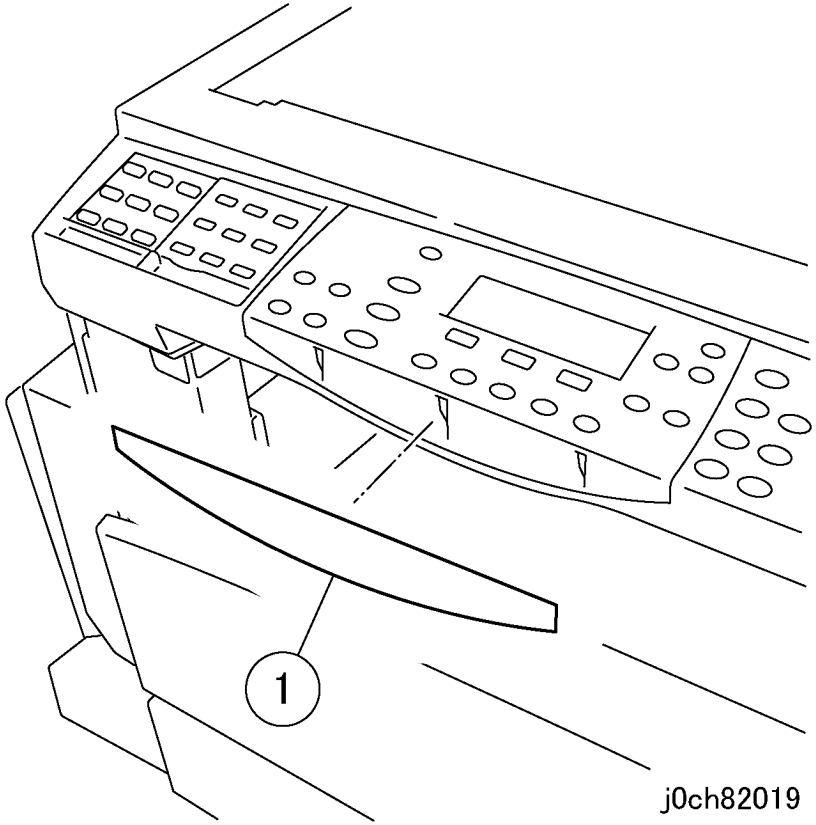

Рисунок 19 Приклеивание наклейки (j0ch82019)
23. Приклейте наклейку с названием модели аппарата (рисунок 19).